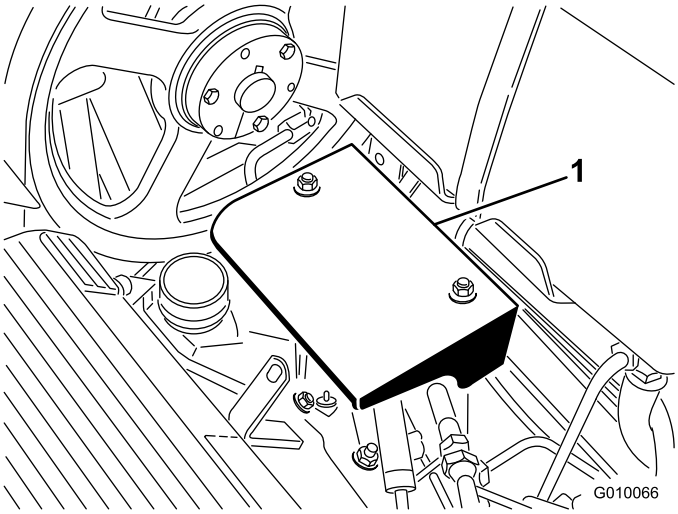

**Figur 57**
2. Fjern de to festemutterne på pumpeskyddet, og ta av skyddet (Figur 57).